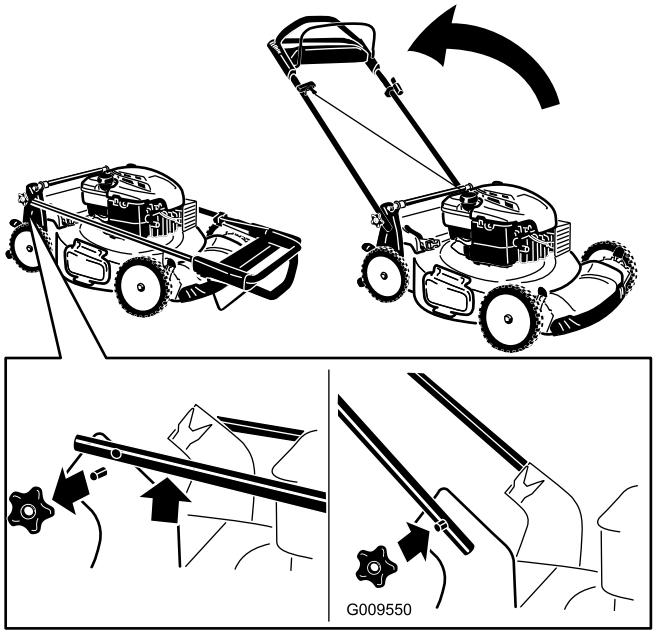

Bild 4
1. Nehmen Sie die Bügelhandräder vom Maschinengehäuse ab (Bild 4).